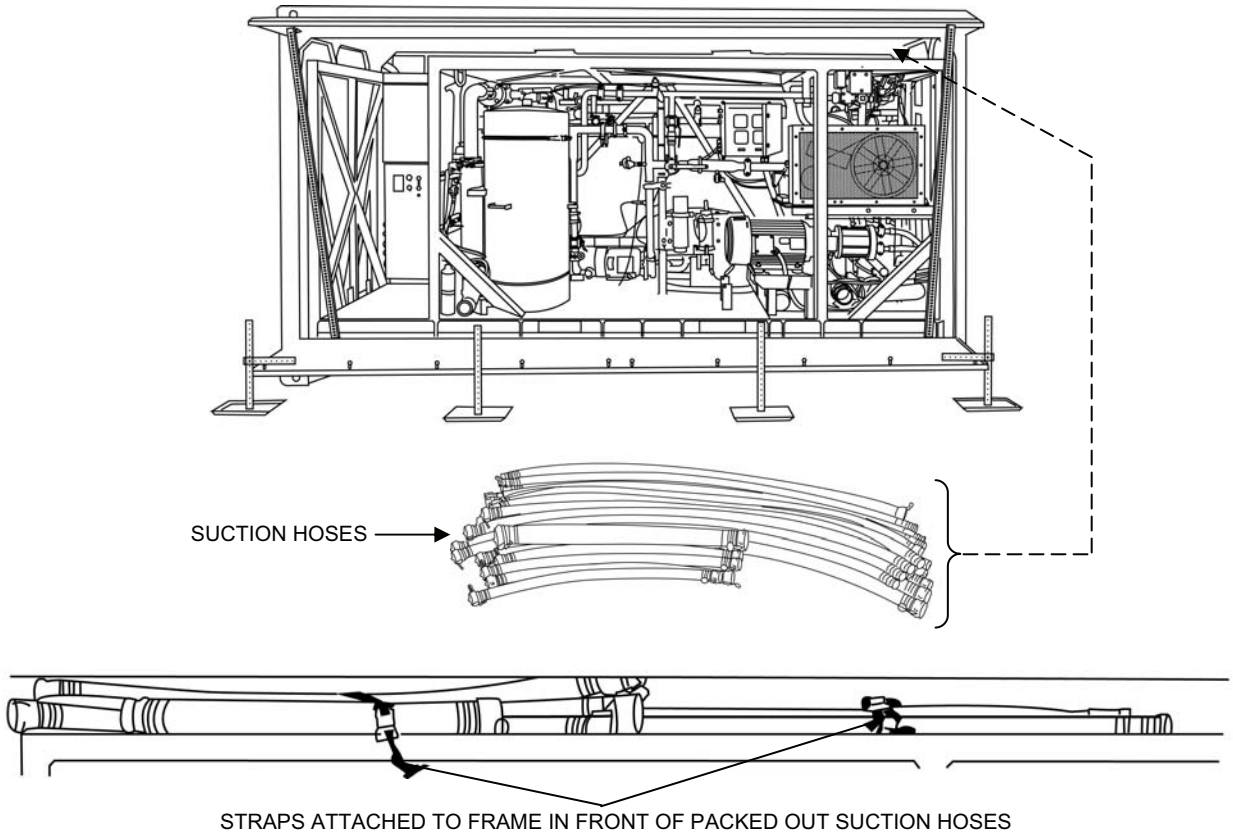

Figure 8. Suction Hose Packout.
All the raw water, waste and distribution suction hoses are packed out lengthwise on top of the skid frame, in front of the OISS components. These items are shown in Figure 8.
3. Bring the two straps over the suction hoses and secure to the frame (Figure 8).